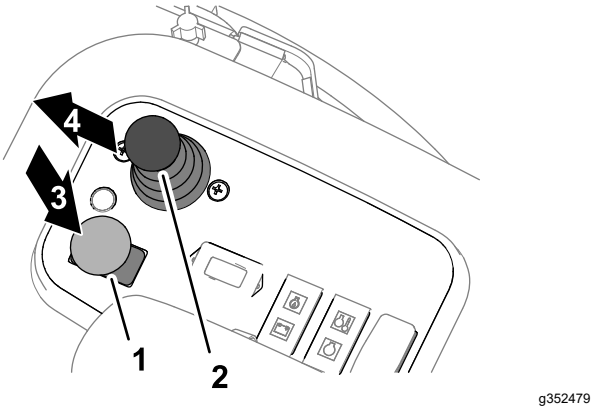

Figuur 34
1. Stel de parkeerrem in werking en druk de schakelaar van de maaidekaandrijving naar de stand UITSCHAKELEN (Figuur 34).